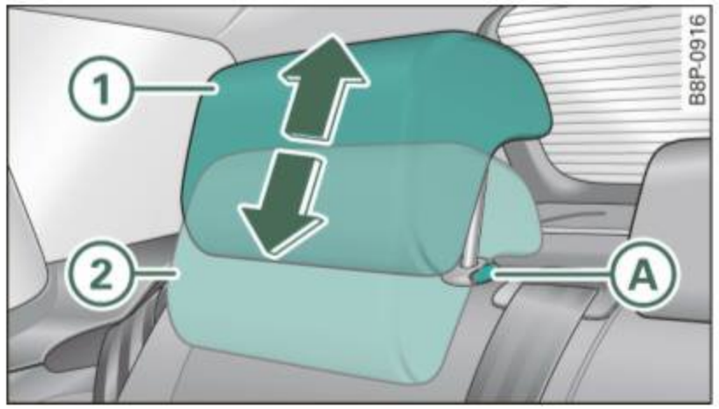

Fig. 76 Outer rear head restraints: adjusting the height
– Move the head restraint to the uppermost position ⇒ fig. 76 (1) until it latches (in-use position).
– Press the release button ⇒ *page 78,* fig. 76 (A).
– Press the head restraint down until it lies against the seat back (2) (park position).
– Press the button (A) ⇒ *page 78,* fig. 76 and pull the head restraint out at the same time.
– Swing the outer rear head restraints forward ⇒ *page 78*, fig. 76. ▶